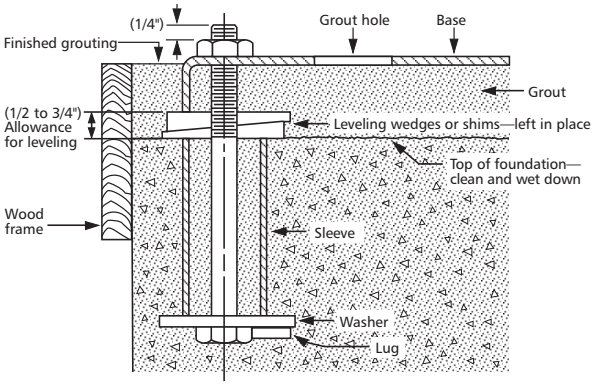

Figure 1
2.3.1. It is recommended that the bedplate be grouted to a foundation with solid footing. Refer to Fig.1.